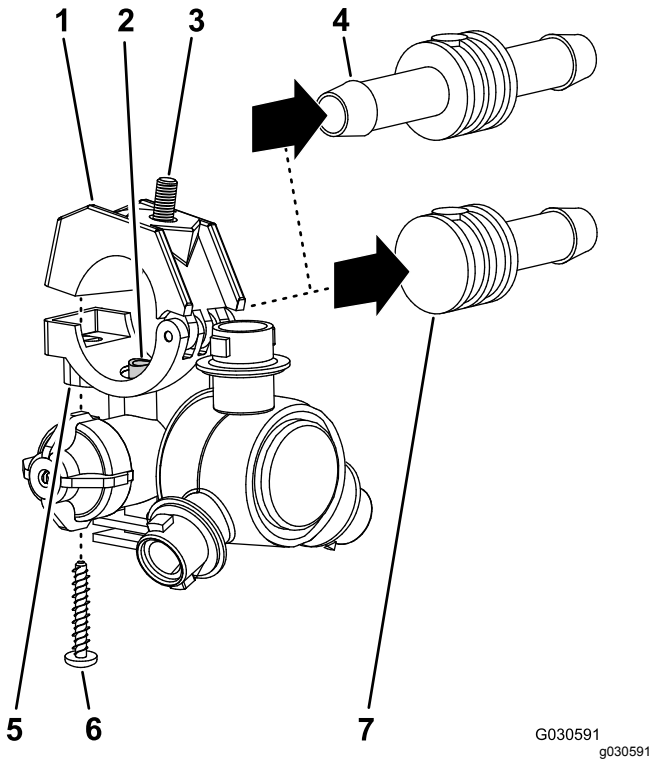

Rysunek 50
2. Odkręć śrubę ze stali nierdzewnej (nr 12 x 1¼ cala) mocującą górną część obejmy i króciec węża z pojedynczym lub podwójnym występem (¾ cala) do korpusu dyszy zraszacza, po czym odłącz wąż i króciec węża z występem od dyszy (Rysunek 50).